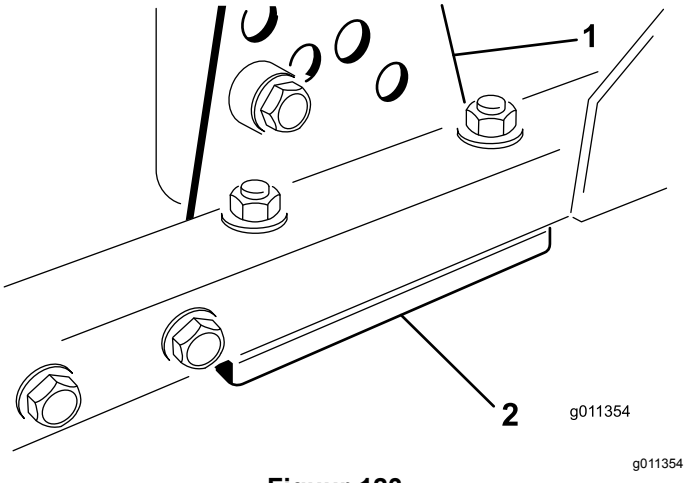

Figuur 123
1. Verwijder de maaihoogtebeugel (aan de voorzijde, linkerzijde of rechterzijde) van het frame van de maai-eenheid (Figuur 123).
2. Breng vulstukken van 1,5 mm en/of vulstukken van 0,7 mm aan tussen het frame van de maai-eenheid en de beugel om de gewenste maaihoogte-instelling te bereiken (Figuur 123).